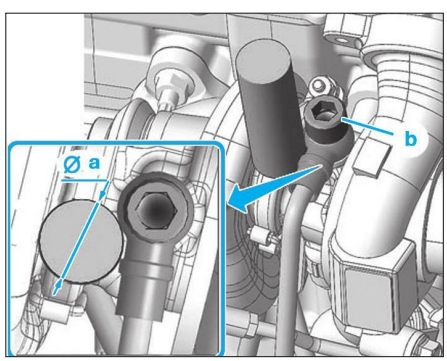

**Fig. 64**
- mettre en place une pige à la verticale de 20,5 mm de diamètre (a) pour le serrage supérieure **(Fig.64)**,